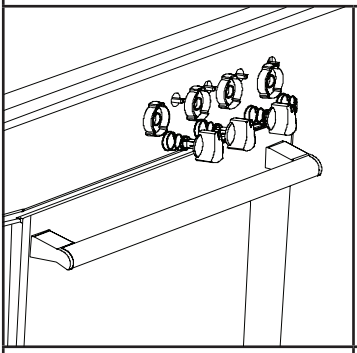

Figura 4
**1.** Mettere i bruciatori del fornello in posizione bassa ed estrarre le manopole di controllo del fornello sul pannello di controllo. (Vedi figura 4)